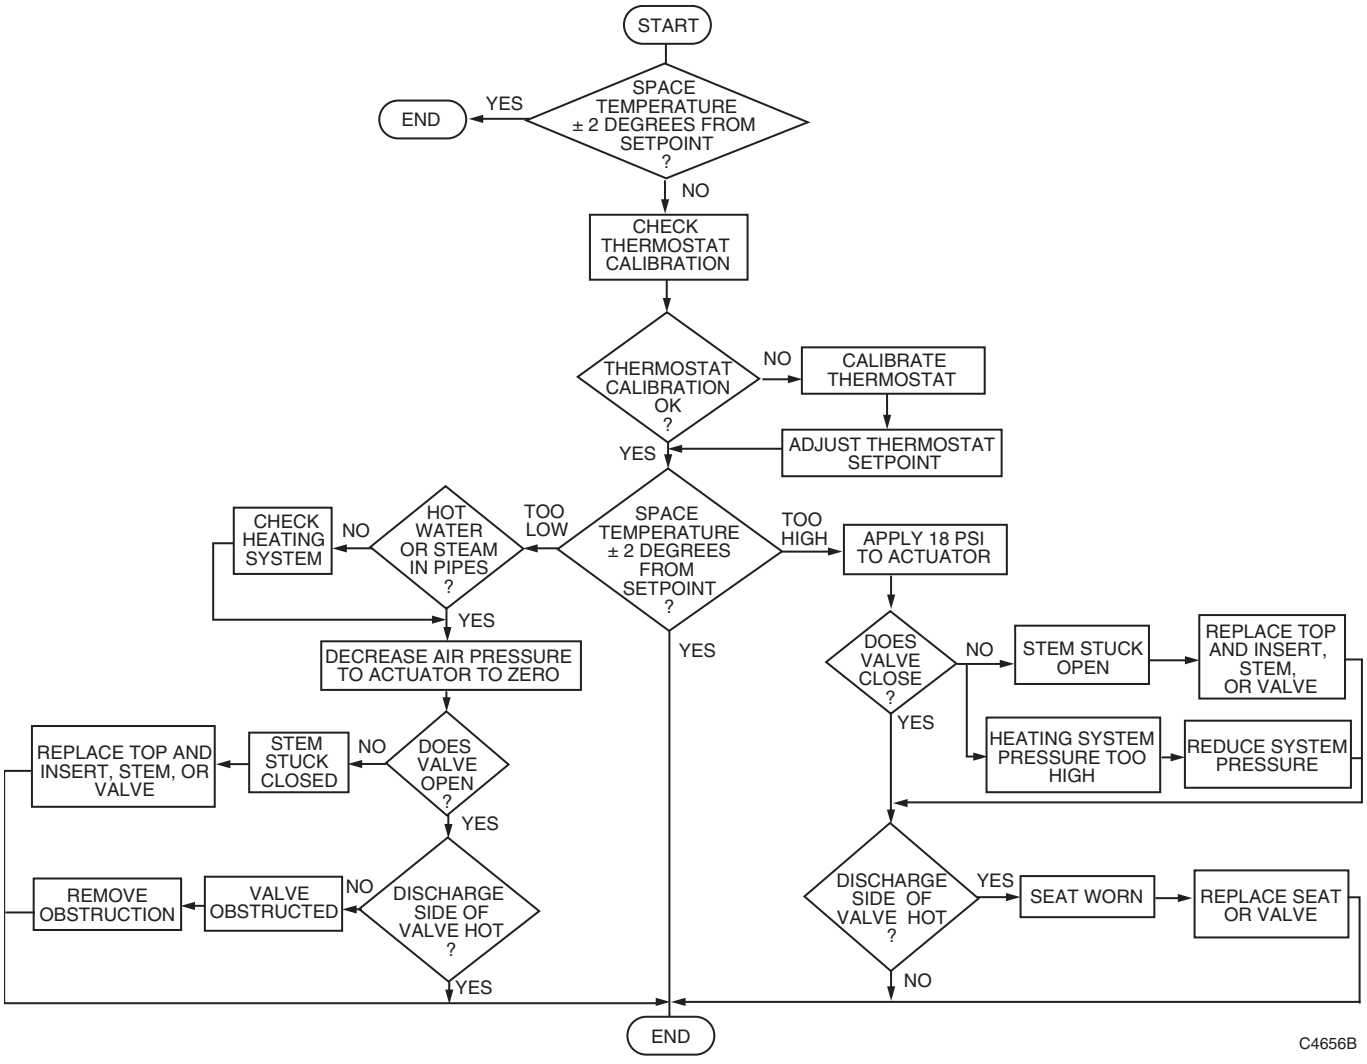

Fig. 4. VP525A,C troubleshooting flowchart.
b. Check the Troubleshooting Flowchart (Fig. 4) to determine that branchline pressure is sufficient for tight close-off and system pressure is not excessive.
(1) If air pressure is maintained and heating medium still flows through the valve, the problem is either a stuck valve stem, or defective seat/molded plug.
(2) Disassemble the valve to replace these parts (See Stem and Disc Holder Assembly and/or Valve Seat Replacement section).